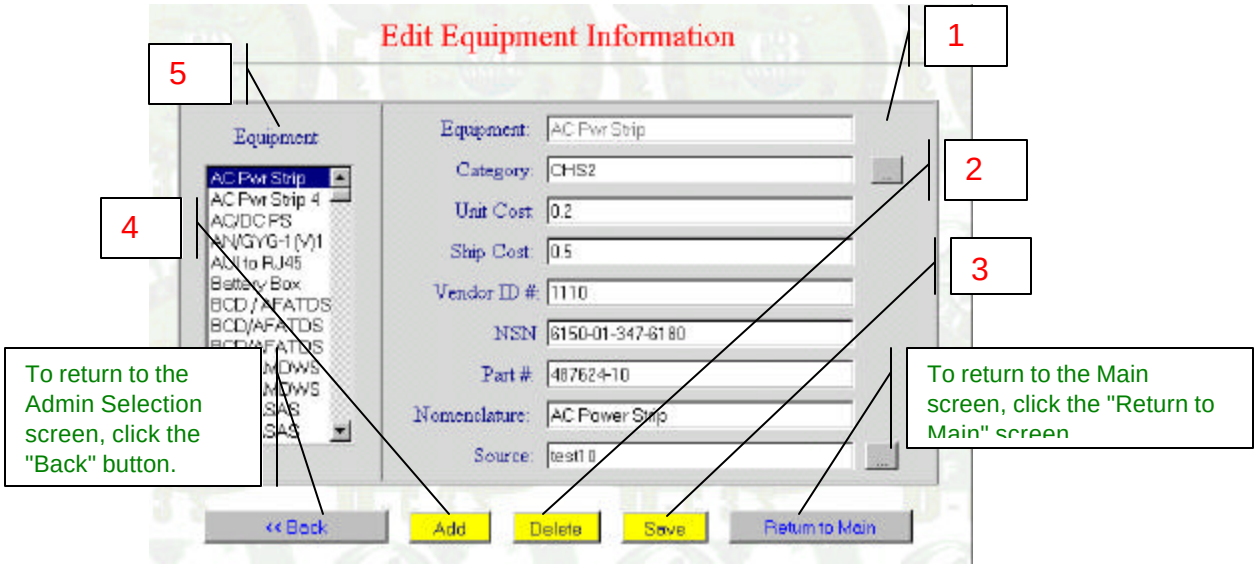
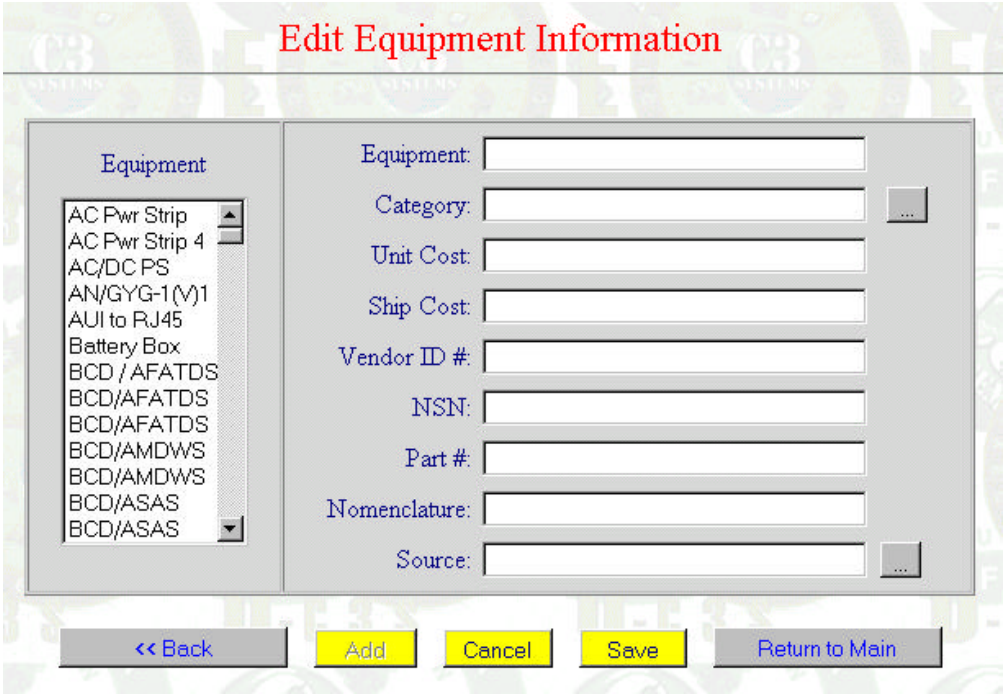

Figure 3-14. Edit Equipment Information Screen
Figure 3-15. (Add) Edit Equipment Information.
b. Click the Next >> button (1, Figure 3-3), and the Edit Equipment Information screen (Figure 3-14) will appear.
c. Select the equipment that required editing by highlighting the equipment name under the square title "Equipment" (5, Figure 3-14).
The equipment name that is highlighted to include category, unit cost, ship cost, vendor identification number, national stock number, part number, nomenclature, and source will appear in the gray box (1, Figure 3-14) on the right.
d. Click in the required text boxes (1,Figure 3-14), and make changes to the equipment data as required.
e. Click the Save button (3) to save the changes.
b. Click the Next>> button (1, Figure 3-3), and the Edit Equipment Information screen (Figure 3-14) will appear.
c. Select the equipment that is required to be deleted by highlighting the equipment name under the square title "Equipment" (5, Figure 3-14).
d. Click the Delete button (6), and a Program Warning screen will appear.
f. Click the Next>> button (1, Figure 3-3), and the Edit Equipment Information screen (Figure 3-14) will appear.
g. Type in equipment information in the gray boxes (1, Figure 3-15) on the right.
To add additional equipment information, click the Add button (4, Figure 3-14) and Figure 3-15 will re-appear. Type required data in text boxes (1, Figure 3-15) and click the Save button (3, Figure 3-15).